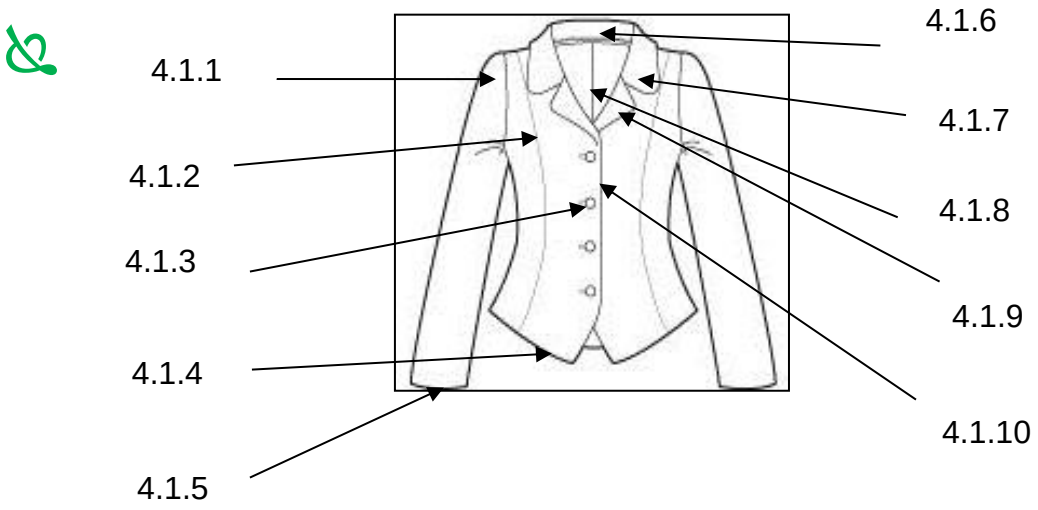

FIGUUR 12
Noem die volgende konstruksieprosesse of dele van die uitrustings wat in FIGUUR 12 hier bo aangedui is. Skryf slegs die antwoord langs die vraagnommer (4.1.1–4.1.10) in die ANTWOORDBOEK neer.
4.2 4.2.1 Knope kan gebruik word op die ontwerp van die baadjie in FIGUUR 12 hier bo.